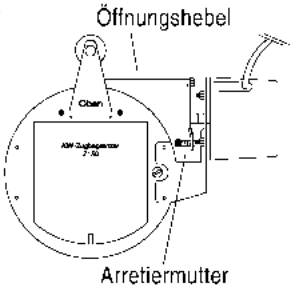

Abb. 5
Typ M 150 S1 KS Schließer *(Abb. 5)*
5. Prüfen, ob der Schließhebel unter leichter Vorspannung die obere Lasche nach hinten drückt und somit die Regelscheibe schließt. Gegebenenfalls ist der Motor durch Verdrehen in den Langlöchern der Motorhalteplatte dementsprechend nachzujustieren. *(Abb. 5)*